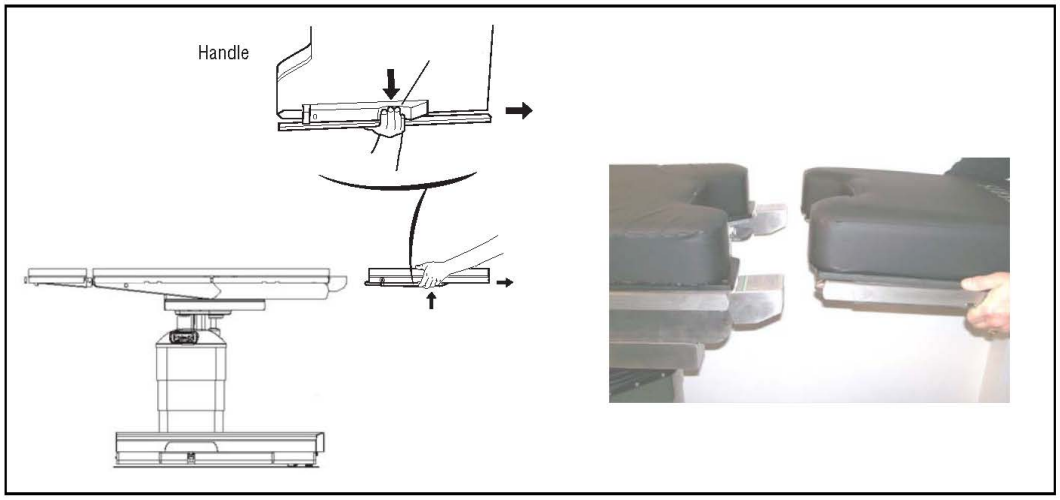

Figure 4-14. Leg Section Removal
2. **While holding leg frame, squeeze both handles and simultaneously pull backward (see *Figure 4-14*).**